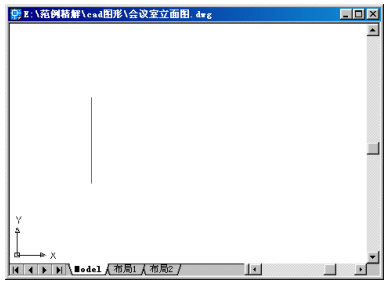

图 5-6　绘出剖面的第一条墙轴线
3. 根据建筑层高尺寸 3500 毫米，用【Line】命令绘制出会议室剖面的第一条墙轴线，如图 5-6 所示。它是垂直的一条直线，所以可打开“正交”工具保证其垂直方向。